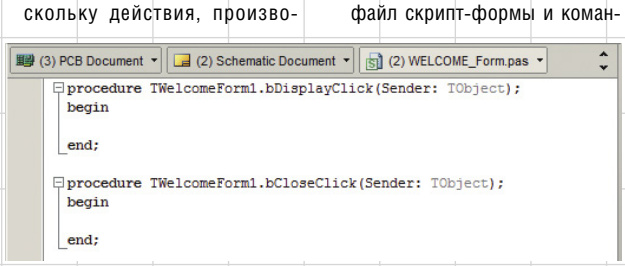

Рис. 7. Заготовка процедур обработки событий
- на вкладке **Code** открываются составленные программой при редактировании свойств кнопок процедуры обработки событий — щелчков на кнопках **Display** и **Close** (рис. 7);